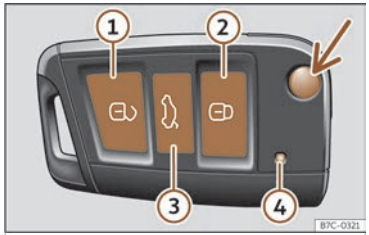

Abb. 41 Fahrzeugschlüssel für das Fahrzeug.
Zum Ein- und Ausklappen des Schlüsselbarts drücken Sie die Taste ››› **(Abb. 41)** (Pfeil).
Durch kurzes Drücken einer Taste auf dem Fahrzeugschlüssel blinkt die Kontrollleuchte ④ ››› **(Abb. 41)** einmal kurz, bei längerem Drücken blinkt diese jedoch mehrere Male, z. B. beim Komfortöffnen.